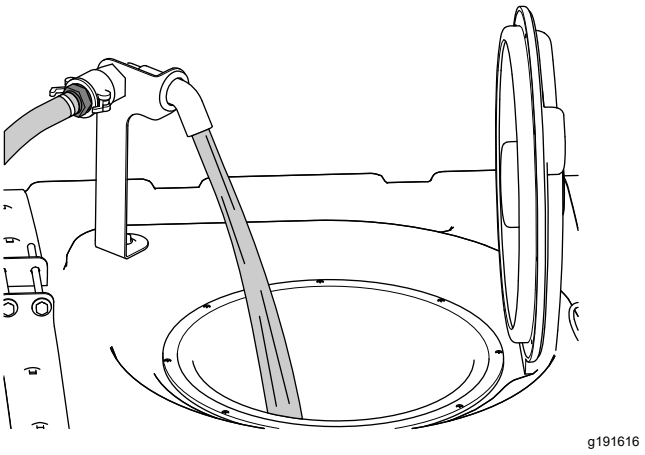

Figura 25
5. Añada 3/4 de la cantidad de agua necesaria al depósito de fumigación (Figura 25).